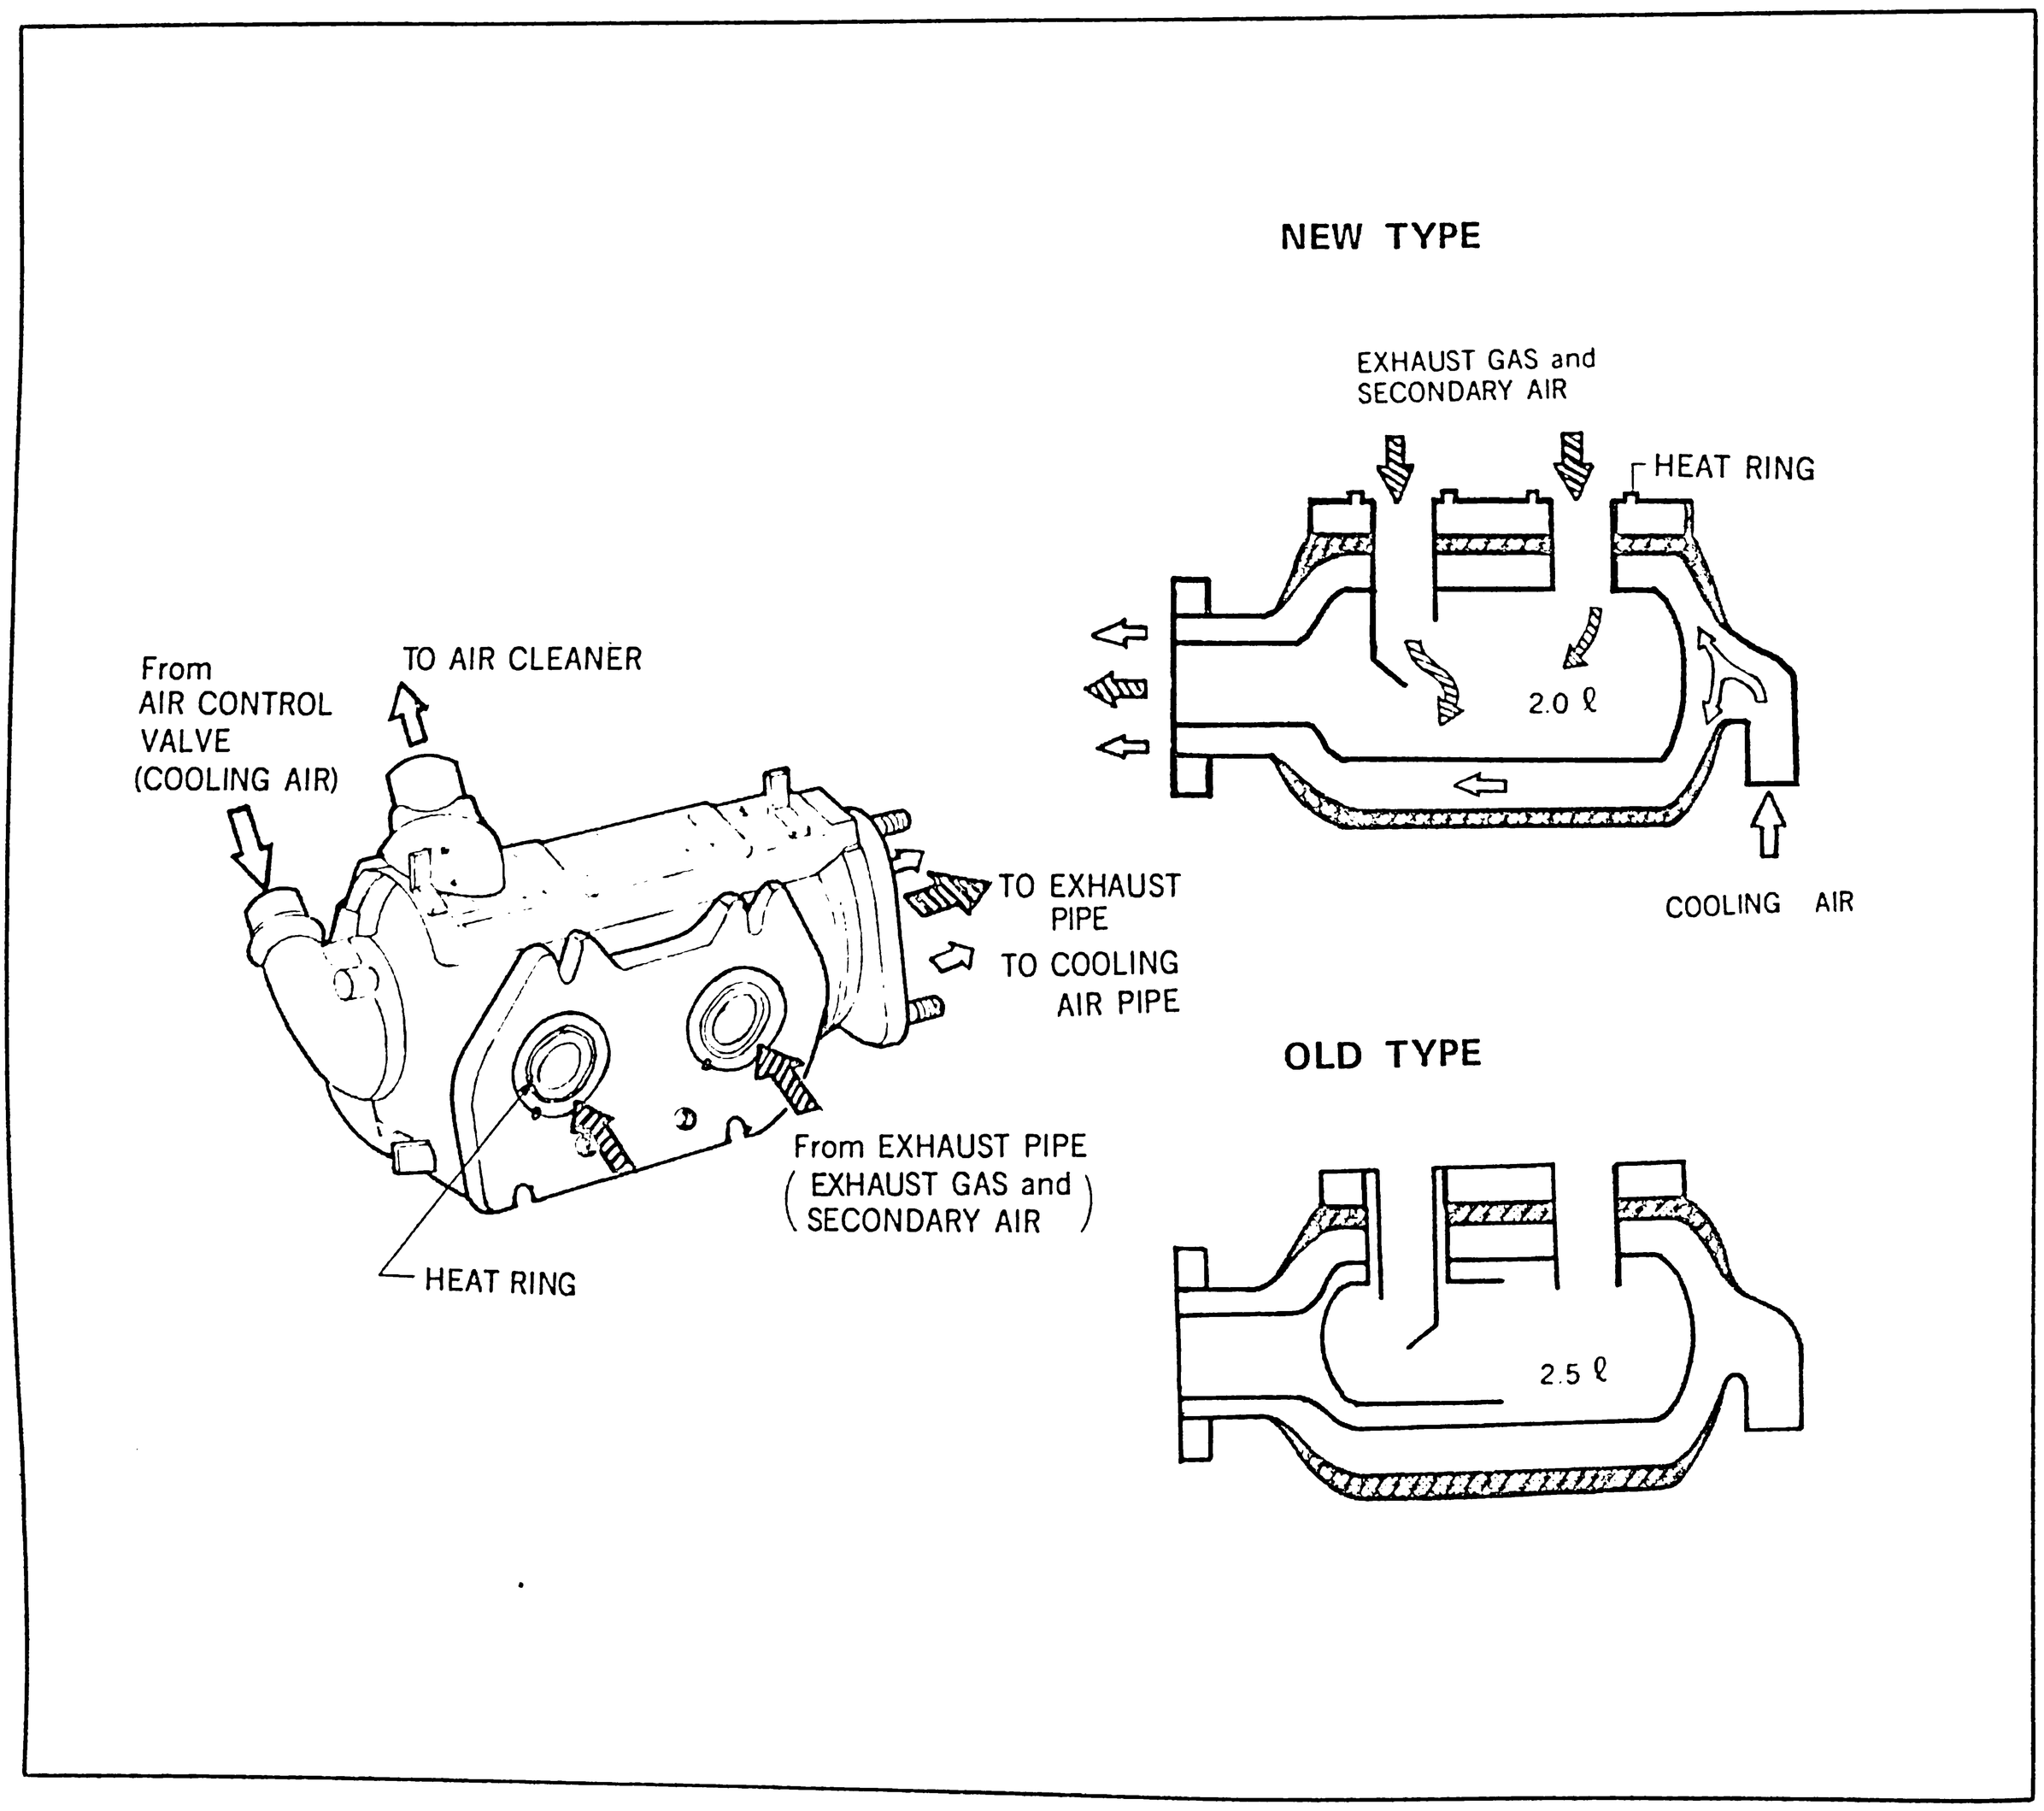

Fig. 3-1 Thermal reactor
- The construction of the thermal reactor has been changed as shown in Fig. 3-1.